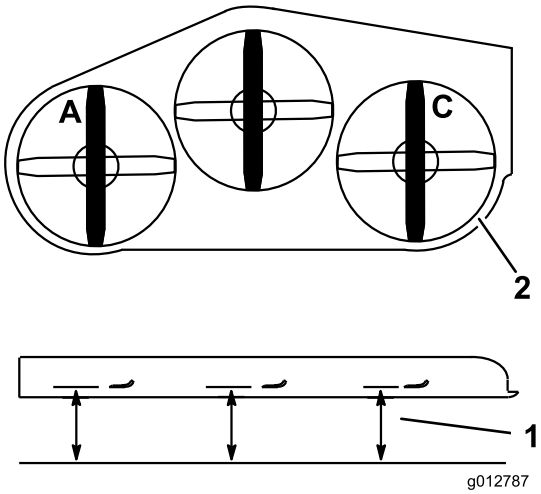

Figur 86
1. Placer venstre kniv på langs (Figur 86).
2. Mål den venstre kniv ved punktet **A** fra en plan overflade til knivspidsens skarpe kant, og noter dette tal ned (Figur 86).
3. Placer højre kniv på langs (Figur 86).
4. Mål den højre kniv ved punktet **C** fra en plan overflade til knivspidsens skarpe kant, og noter dette tal ned (Figur 86).
2. Placer venstre kniv på langs (Figur 86).
3. Mål den venstre kniv ved punktet **A** fra en plan overflade til knivspidsens skarpe kant, og noter dette tal ned (Figur 86).
4. Placer højre kniv på langs (Figur 86).
5. Mål den højre kniv ved punktet **C** fra en plan overflade til knivspidsens skarpe kant, og noter dette tal ned (Figur 86).